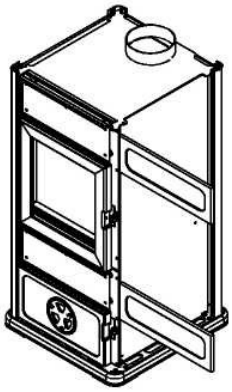

fig. 4
- Топка с полностью чугунной корзиной и решеткой, и наружным кожухом из листового металла толщиной 2 мм для оптимального функционирования: Приток топочного воздуха может регулироваться при помощи вентиля в центре нижней дверцы (рис. 4-A). Для увеличения объема поступающего топочного воздуха, поверните вентиль против часовой стрелки, для понижения – по часовой стрелке.
- Ручка (Рис. 4-B), расположенная внутри нижней дверцы, обеспечивает очистку решетки от пепла; рекомендуется поворачивать ручку каждый раз, когда пламя начинает гаснуть.
- Зольник (Рис. 4-C), расположенный внутри нижней дверцы, необходимо периодически проверять и вытряхивать. Чтобы его вытащить, достаточно слегка приподнять его за ручки.
- Топка с полностью чугунной корзиной и решеткой, и наружным кожухом из листового металла толщиной 2 мм для оптимального функционирования: Приток топочного воздуха может регулироваться при помощи вентиля в центре нижней дверцы (рис. 4-D). Для увеличения объема поступающего топочного воздуха, поверните вентиль против часовой стрелки, для понижения – по часовой стрелке.
- Ручка (Рис. 4-E), расположенная внутри нижней дверцы, обеспечивает очистку решетки от пепла; рекомендуется поворачивать ручку каждый раз, когда пламя начинает гаснуть.
Зольник (Рис. 4-F), расположенный внутри нижней дверцы, необходимо периодически проверять
ПЕРВАЯ РАСТОПКА (Рис. 4)
- Вставьте плитки в крепления на передней стенке печи (рис. 4).